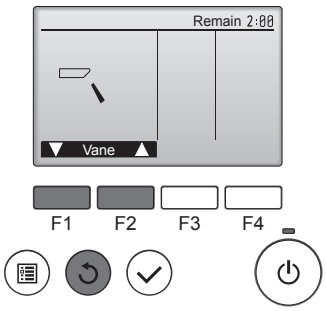

Fig. 8-4
② Appuyez sur la touche [CHOIX] pour afficher l'écran de fonctionnement des ailettes, puis appuyez sur les touches [F1] et [F2] pour contrôler le mouvement automatique des ailettes. (Fig. 8-4)